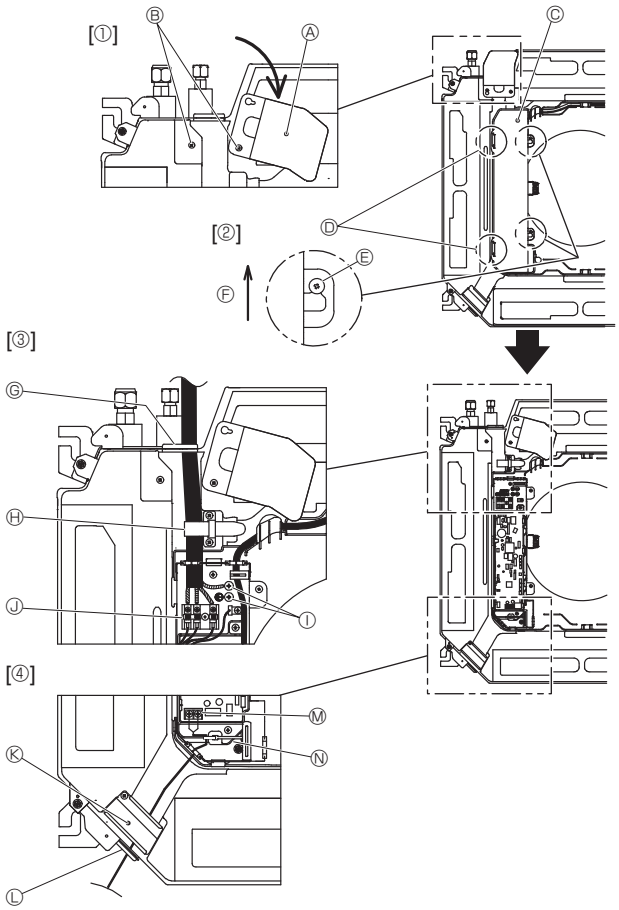
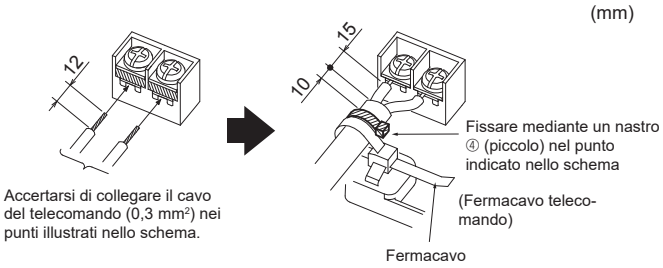

Fig. 6-1
Fig. 6-3
6.1. Sezione interna (Fig. 6-1)
1. Allentare le 2 viti che assicurano il pannello di servizio dei cablaggi elettrici, quindi ruotare il pannello. [Fig. 6-1 ①]
2. Allentare le 2 viti che assicurano il coperchio della scatola elettrica, quindi far scorrere il coperchio. [Fig. 6-1 ②]
3. Far passare il cavo di alimentazione, il cavo di connessione dell'unità interna/esterna e il cavo della messa a terra attraverso gli ingressi indicati nello schema. [Fig. 6-1 ③]
4. Far passare e collegare il cavo di controllo remoto attraverso gli ingressi indicati nello schema. [Fig. 6-1 ④, Fig. 6-3]